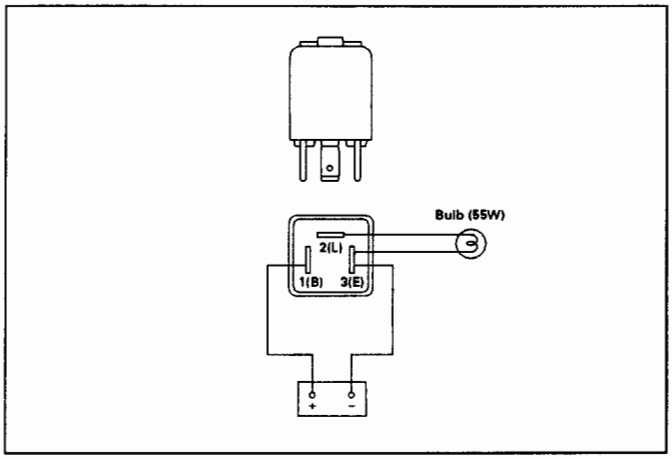

Fig. 8-146
When a 55W bulb is connected to the unit side terminals No. 1(L) and 3(E) while connecting the battery (+) terminal to terminal No. 1(B), and the battery (–) terminal to terminal No. 3(E), does the bulb light on and off? (Fig. 8-146)